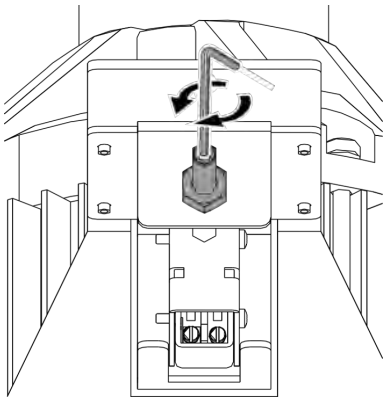

Fig. 31: Adjusting the imbalance switch
16. Stick the Allen key in the insert screw (*Fig. 31*):